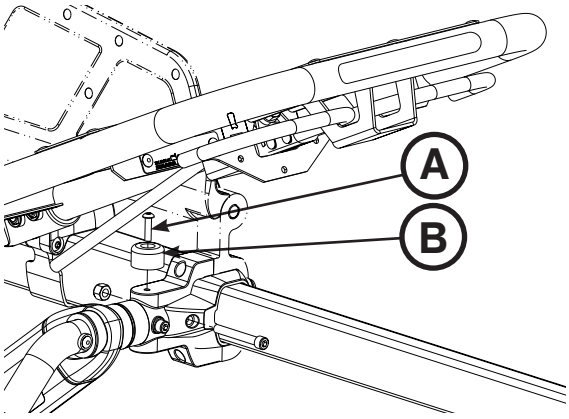

Figura 81
3. Con un destornillador Torx T25, retire el tornillo de cabeza redonda (A) y el parachoques negro (B) del lateral cuya barra vaya a sustituir (Figura 81). Guarde el tornillo y el parachoques para volverlos a instalar.